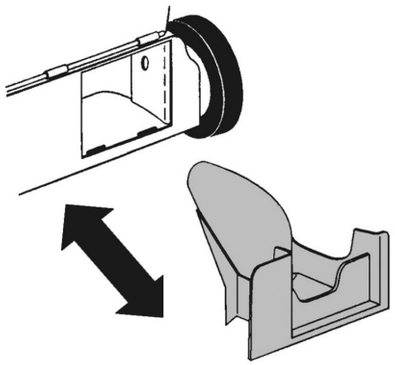

**Рис. 8 Заглушка для мульчирования**
7. Если работа газонокосилки в режиме мульчирования не планируется – извлеките заглушку для мульчирования из деки газонокосилки. Для этого поднимите заднюю крышку деки и извлеките заглушку (Рис. 8). Если планируется работа газонокосилки в режиме мульчирования – заглушку не извлекайте.